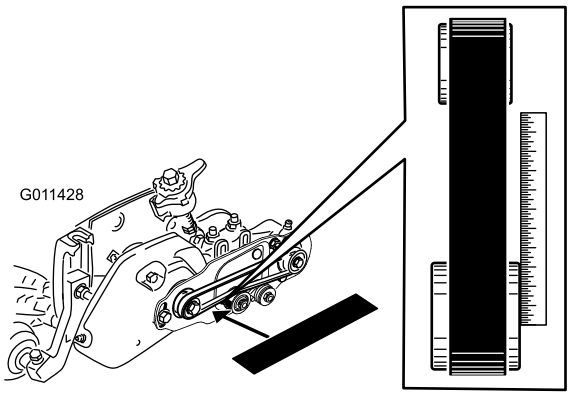

Figur 33
- Læg et retholt langs den yderste overflade af **driv**remskiven (Figur 33).